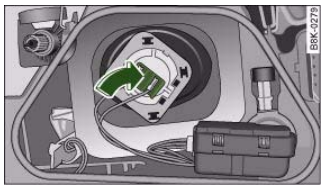

Fig. 267 Inserting bulb for dipped headlights
- Press the connector in the direction of the arrow ⇒ *page 281,* fig. 267 until the bulb engages.